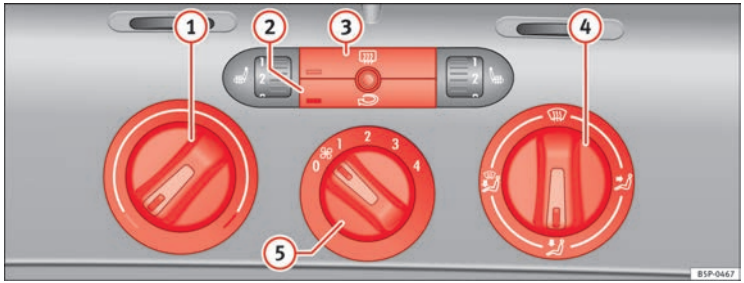

Fig. 127 Heating controls on the dash panel
– Use the knobs ⇒ Fig. 127 (1) and (4) and control (5) to set the temperature, air distribution and blower speed.
– To switch a function on or off, press the appropriate button (2) or (3). When the function is activated, the display window in the lower left of the button is lit.